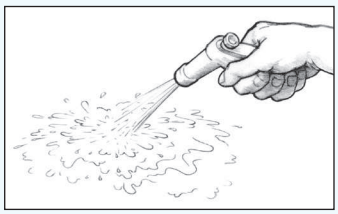

Figur 33 Tvätta ytan med färskvatten efter slipning.
4. När du är nöjd med ytans jämnhet ska du tvätta den med rikligt med färskvatten. Om små droppar bildas på ytan (ett tecken på förorening), ska du torka ren ytan med en pappersduk och våtslipa på nytt tills dropparna försvinner *(Figur 33)*.